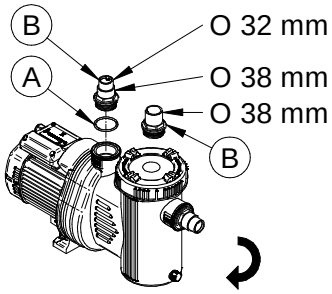

Fig. 23
1. Plaats de o-ringen (Fig. 23, # A) in de zittingen (Fig. 23, # B).
3. Draai de twee zittingen (Fig. 23) op de *aanzuiging* en de *terugvoer* van de *pomp* aan.